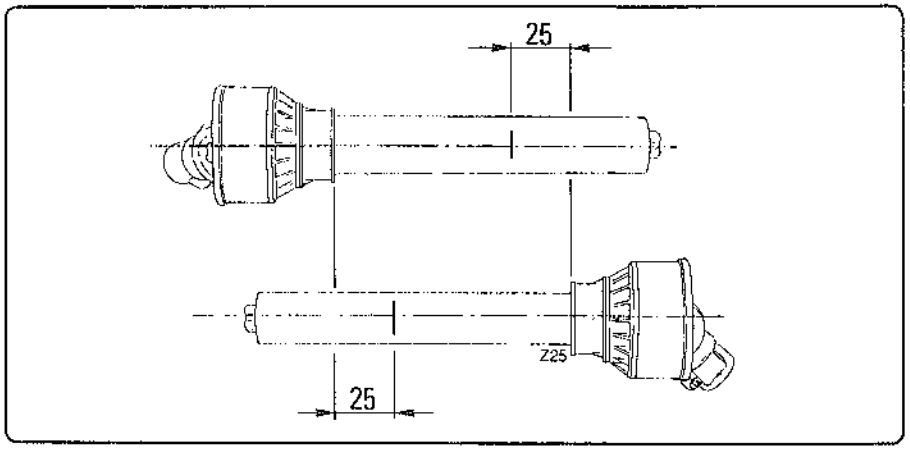

fig. 4.3.1
- Con un pennarello segnare dove accorciare i due semialberi, misurando 25 mm dall'inizio di ogni semialbero, come da fig. 4.3.1.